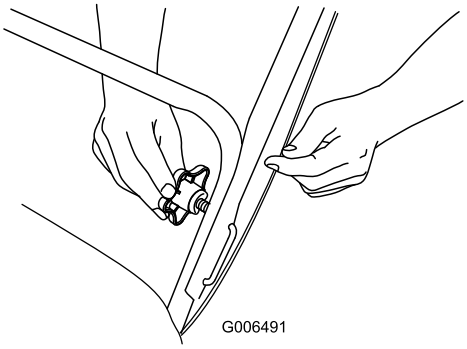

Figur 4
2. Før enden av den "U"-formede håndtakslåsen inn i det åpne hullet i håndtaket og stram håndtaksknottene til de sitter tett (Figur 4).